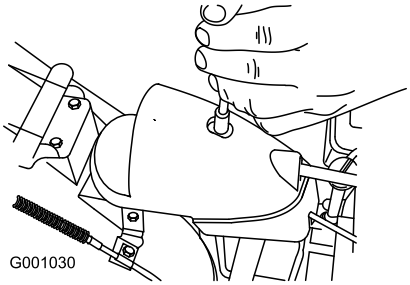

Figur 54
1. Ta bort fästanordningen på kåpan över kugghjulet (Figur 54), lyft upp kåpans främre del och skjut kåpan bakåt så att den inte är i vägen.